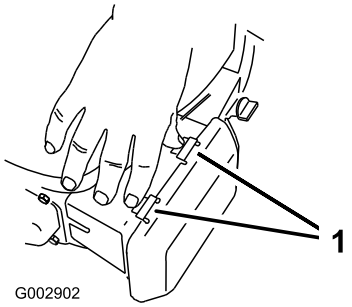

Figura 16
1. Presione hacia abajo los cierres de la parte superior de la tapa del limpiador de aire (Figura 16).
3. Retire el elemento del limpiador de aire (Figura 16).